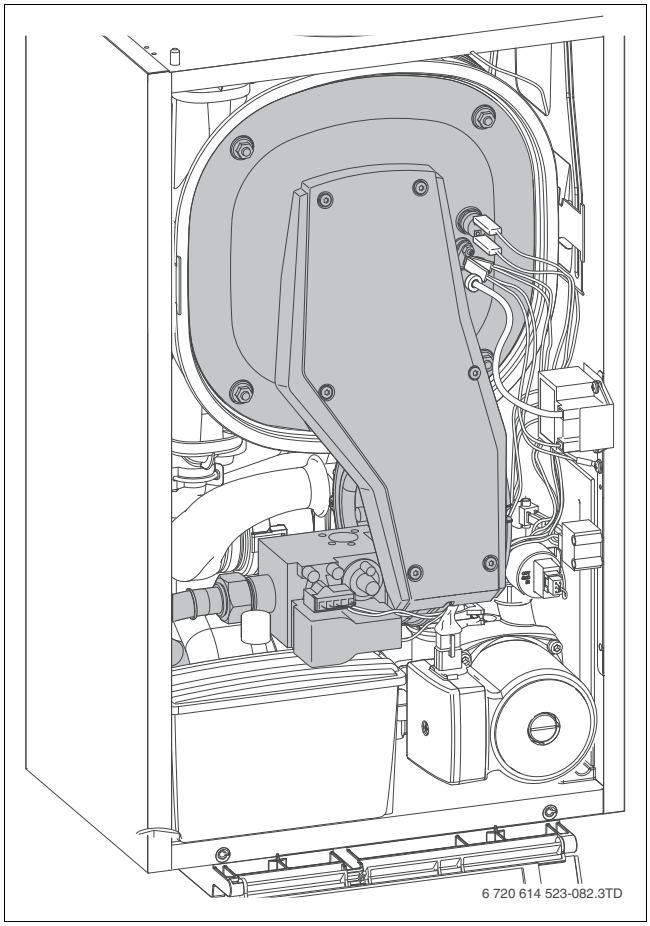

Afb. 41 Controleren gasdichtheid
- Controleer alle gasvoerende delen (→ afb. 41) op gasdichtheid.